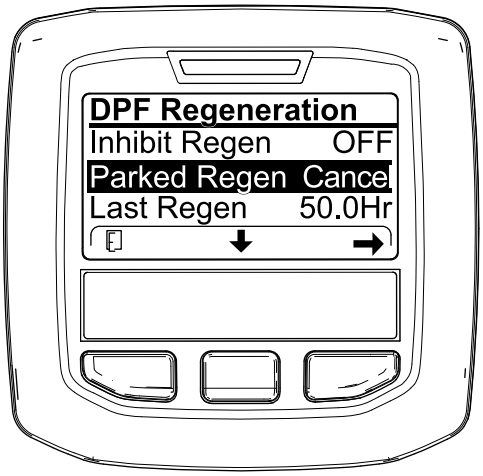
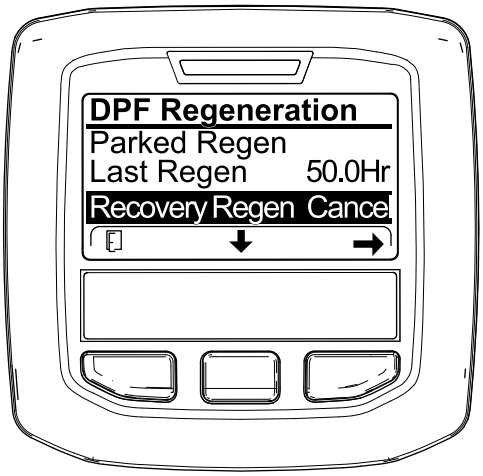

Figur 69
Figur 70
1. Gå till menyn för DPF-regenerering (Figur 69).
2. Tryck på mittknappen för att bläddra ner till alternativet PARKED REGEN CANCEL (avbryt parkerad regenerering) (Figur 69) eller RECOVERY REGEN CANCEL (avbryt återhämtningsregenerering) (Figur 70).
3. Tryck på högerknappen för att välja alternativet Regen Cancel (Figur 69 eller Figur 70).